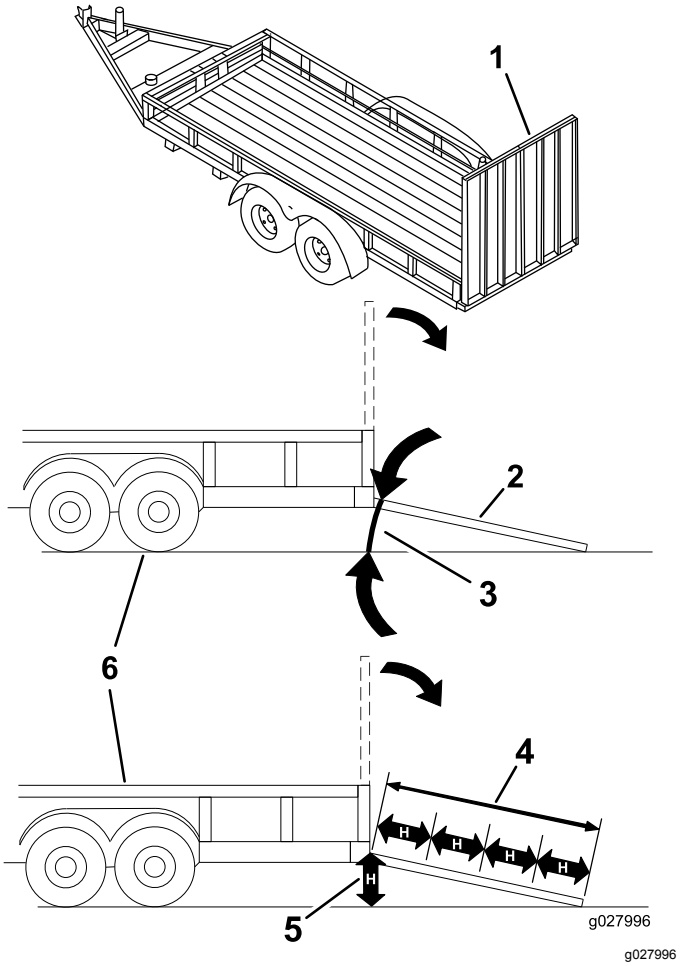

**Figure 25**
**Le chargement de la machine sur une remorque ou un camion augmente le risque de basculement et donc de blessures graves ou mortelles (Figure 25).**
3. Abaissez la rampe pour que l'angle avec le sol ne dépasse pas 15 degrés (Figure 25).
1. Abaissez la rampe pour que l'angle avec le sol ne dépasse pas 15 degrés (Figure 25).